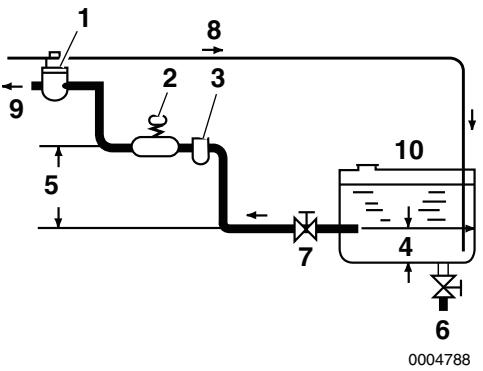

Figure 3
Install the fuel line from the fuel tank to the fuel injection pump as shown in **Figure 3**. The recommended fuel / water separator **(Figure 3, (3))** (optional) is installed at the center section of that line.